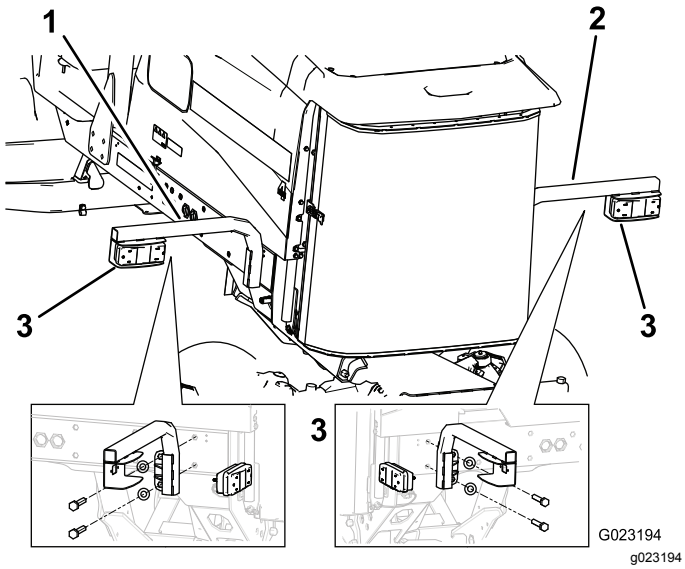

Figure 19
2. Secure the left light bracket to the bracket and frame with 2 bolts (5/8 x 3 inches), 2 flat washers and 2 jam nuts as shown in (Figure 19).
3. Mount the rear lamp to light bracket with the bolts and nuts included with the light (Figure 19).
5. Secure the right light bracket to the frame with 2 bolts (5/8 x 3 inches) and 2 flat washers (Figure 19).